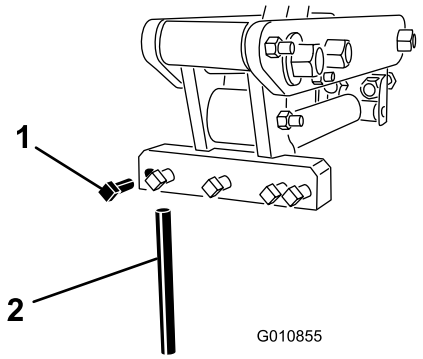

Figur 24
3. Lossa klämbultarna och ta bort de luftarpinnar som användes tidigare (Figur 24).